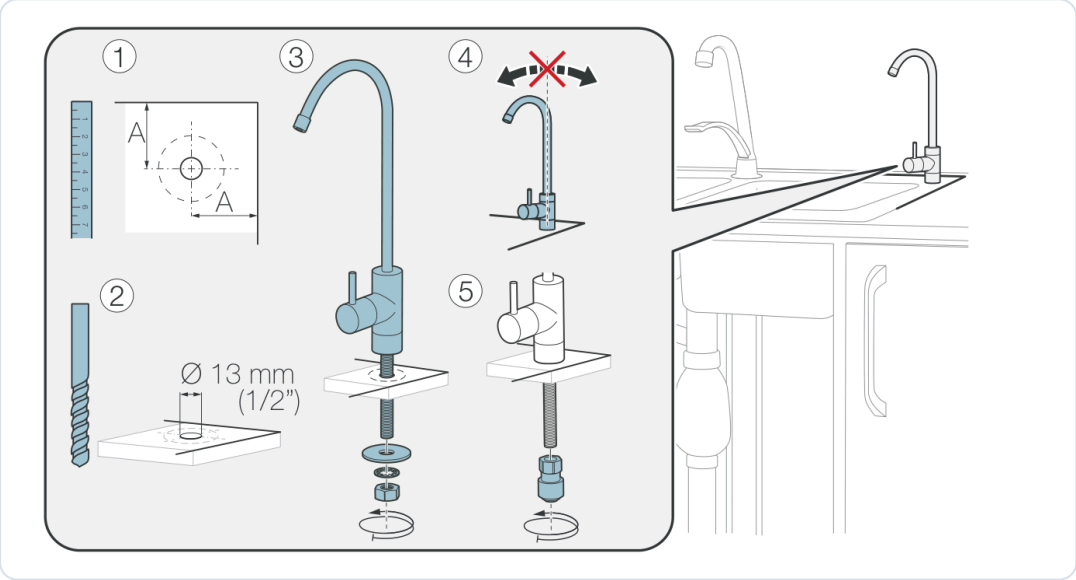

Rys. 6. Montaż kranu wody czystej: wymiar A (1), otwór Ø 13 mm (2), osadzenie i mocowanie (3–5)
4. **Wariant I – trójnik gwintowany.** Wkręć trójnik (4) z uszczelką (3) między zawór instalacji a przewód zasilający baterię, a w jego odgałęzienie wkręć zawór (5). Gotowe połączenie pokazuje rysunek 6 w panelu I.
5. **Wariant II – trójnik na przewodzie.** Wstaw trójnik z zaworem (4) w przewód wody zimnej między elementy przyłączeniowe 3 i 5. Gotowe połączenie – rysunek 6 w panelu II.
6. **Wariant III – przyłącze samonawiercające.** Dobierz wkładkę obejmy do średnicy rury: 6–8 mm (1/4″) lub 10–13 mm (1/2″) (3). Zamocuj obejmę tak, aby nie dała się przesunąć (4), złóż zawór (5) i, wkręcając pokrętło, przebij ściankę rury (6). Zawór pozostaje zamknięty do czasu jego otwarcia po podłączeniu wężyków.